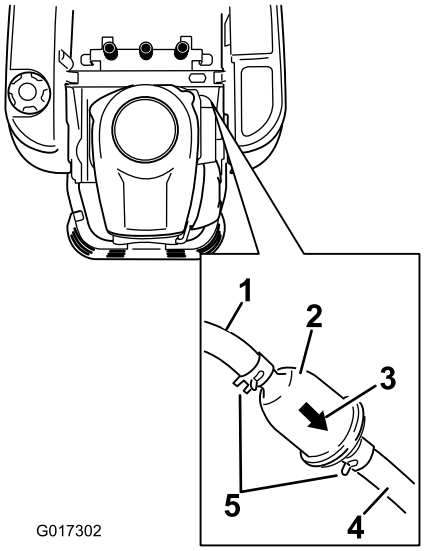

Figur 43
3. Lokalisera oljefiltret på motorns sida (Figur 43).
4. Kläm ihop ändarna på slangklämmorna och skjut bort dem från filtret (Figur 43).
7. Flytta slangklämmorna nära filtret (Figur 43) för att fästa det på plats.